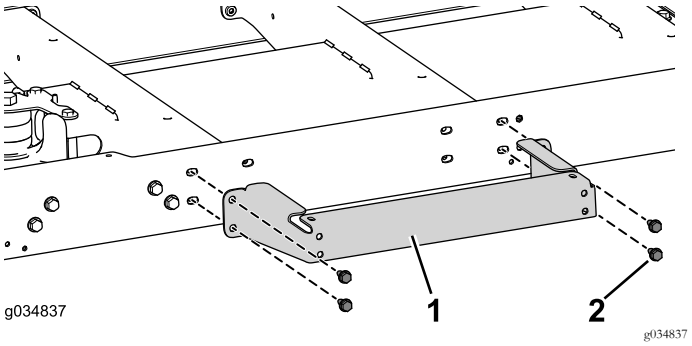

Figure 77
1. Utilisez les 4 boulons (5/16" x ¾") pour fixer, sans le serrer, le support de plateforme sur le profilé central (Figure 77).